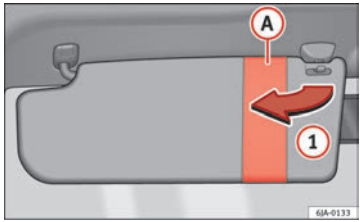
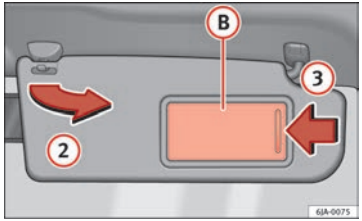

Fig. 63 Driver sun visor
Fig. 64 Front passenger sun visor
The sun visors for the driver and the front passenger can be pulled out of their central supports and turned towards the doors in the direction of arrow (1) ⇒ Fig. 63 and (2) ⇒ Fig. 64 respectively.
The front passenger sun visor includes a vanity mirror (B) with a cover. The cover is opened by sliding it in the direction indicated by arrow (3) ⇒ Fig. 64. ▶